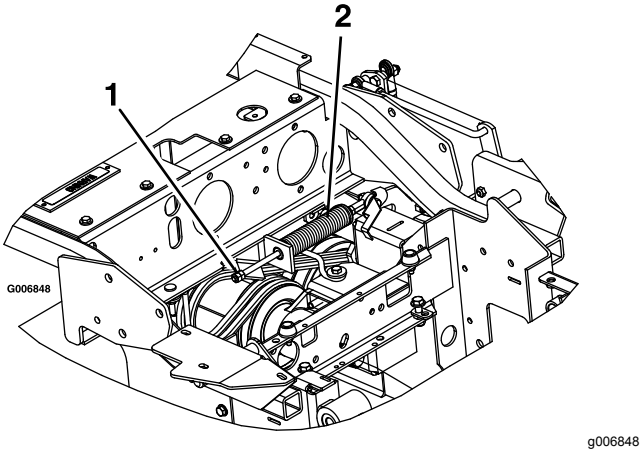

**Figure 60**
3. Localisez le ressort de frein et vissez les deux écrous de blocage au bout de la tige du ressort (Figure 60).